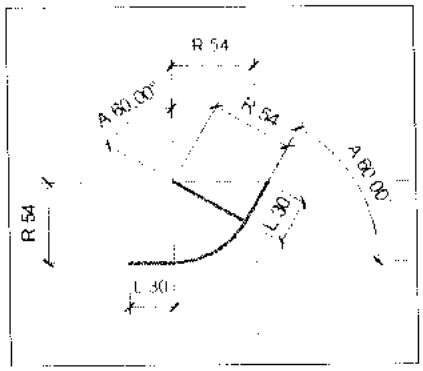

Рис. 39.27. *Тестирование параметров*
b. Ввести в столбце **Value** для параметров A и R2 значения 60° и 30 мм и нажать кнопку **Apply**. Центральный угол дуги уменьшится до 60°, а все линейные размеры уменьшатся на 25 % (рис. 39.27).